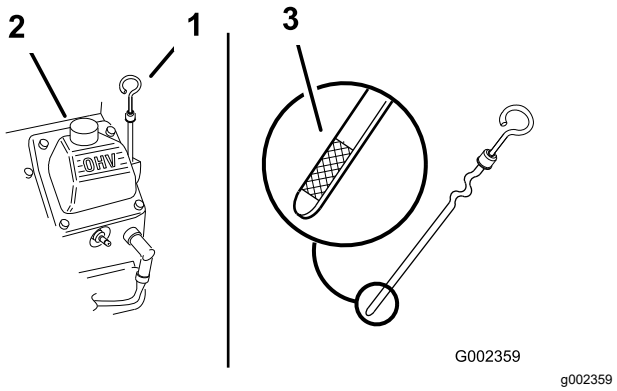

Figure 44
2. Clean around the oil dipstick (Figure 44) so dirt cannot fall into the filler hole and damage the engine.
3. Remove the dipstick, wipe it clean, and install until it is fully seated (Figure 44).
The oil level should be between the “F” full and “L” low marks on the dipstick (Figure 44).
5. If the oil level is below the “L” low mark, remove the filler tube cap (Figure 44) and add the specified oil until the level reaches the “F” full mark on the dipstick.